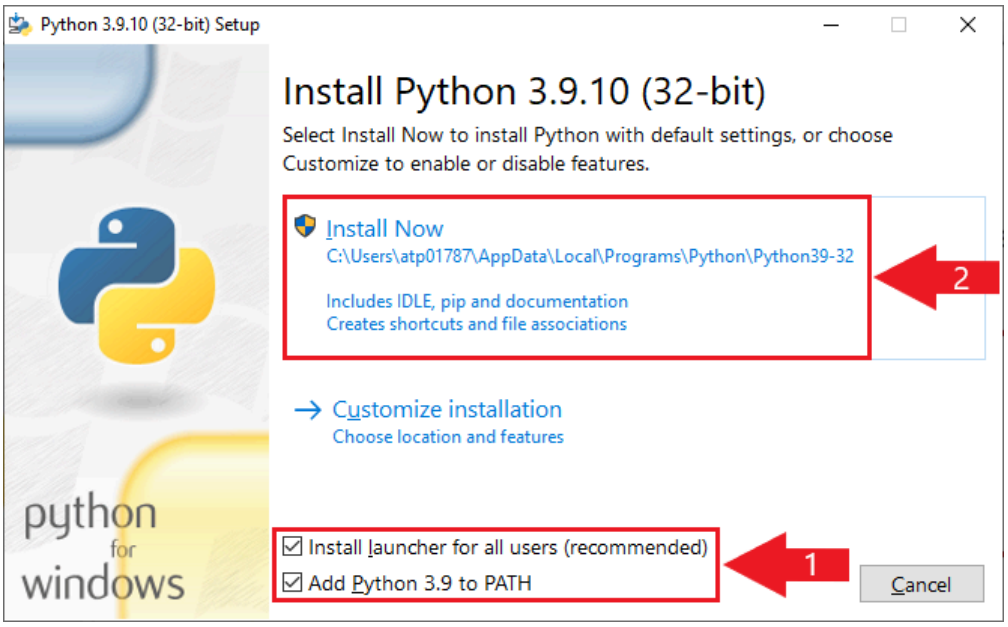

Figure 80. Install Python 3.9.x 32 bit for Windows
2. Double click on the downloaded installer file. Select the "*Install launcher for all users*" and "*Add Python 3.7 to Path*" options and click *Install Now* as indicated in Figure 80: